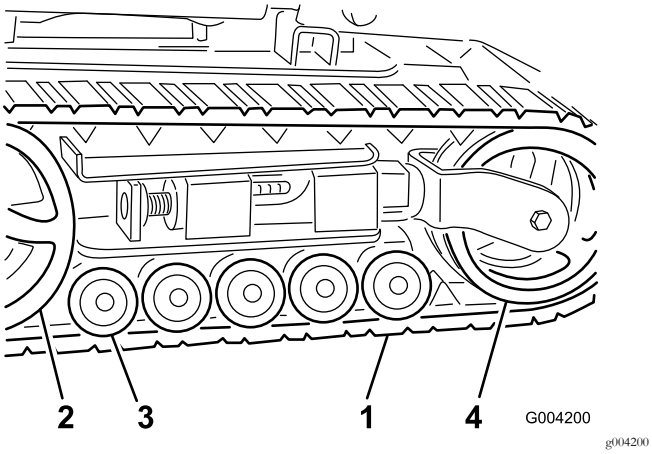

**Rysunek 46**
**Ważne: Upewnij się, że koła jezdne, koło napinające i koło napędowe zostały w pełni wyczyszczone (Rysunek 46). Po oczyszczeniu koła jezdne powinny swobodnie się obracać.**